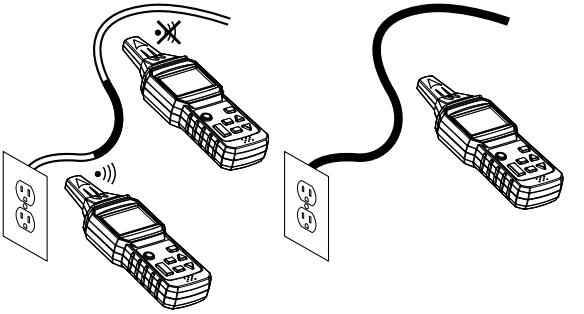

Figura 5 Detecção de tensão sem contato
7. Consulte a Figura 5 na seção ilustrações do aplicativo para obter exemplos.